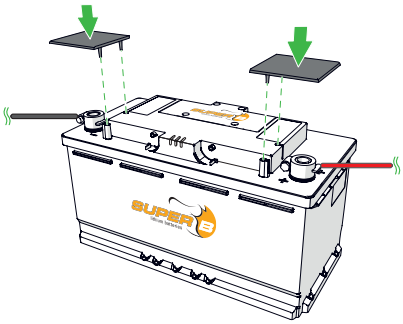

Figure 12. Positionnez les capuchons accessoires sur les terminaux de la batterie.
5. Placer les capuchons sur les bornes. (figure 12)